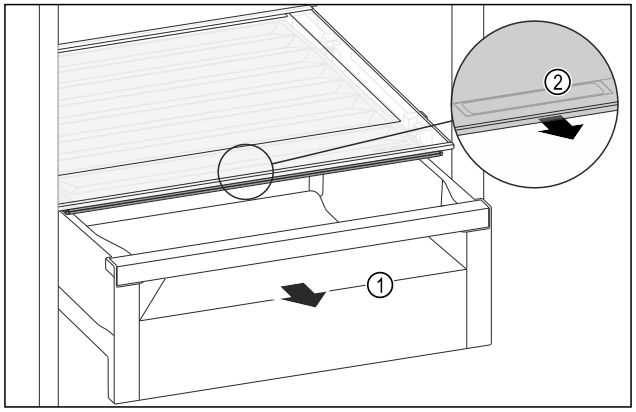

Fig. 150
▶ Pull out the drawer *Fig. 150 (1)*.
▶ Grasp the recessed grip *Fig. 150 (2)* on the compartment lid and pull the compartment lid forwards at the same time.